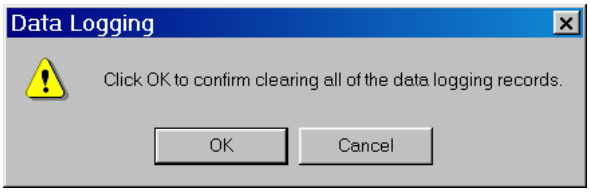

Figure 2-29 Clear Data Log Record Confirmation Screen
2. Select **Setup/Data Log/Clear** from the TapTalk toolbar. TapTalk will display a Clear Data Log Record confirmation screen (Figure 2-29).